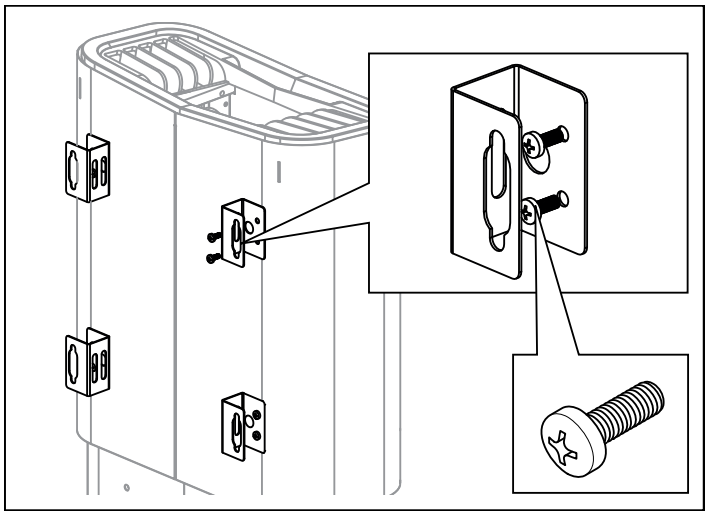

Figure 7 : Fixation des supports au poêle
5. Dévissez les deux premières vis au dos du poêle et vissez l'un des quatre supports en place. Répétez la procédure avec tous les supports (voir Figure 7).